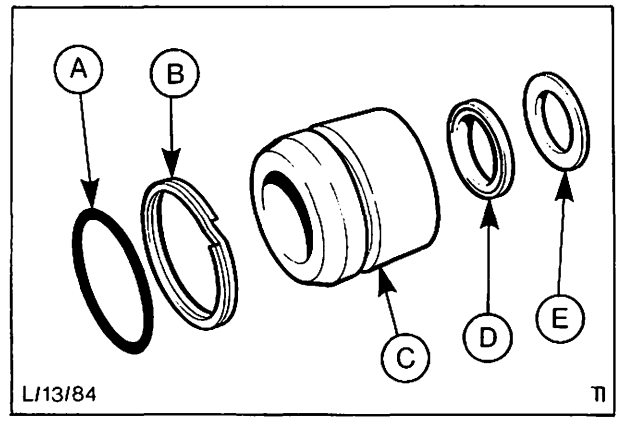

Abb. 36 A = O-Ring
28. Innere Dichtungen über das Gewinde der Zahnstange schieben (wie in Position 20 beschrieben mit Papierhülle versehen), die Dichtung mit Nut zuerst einsetzen, Abb. 36. Innere Dichtungen an das Führungslager montieren.